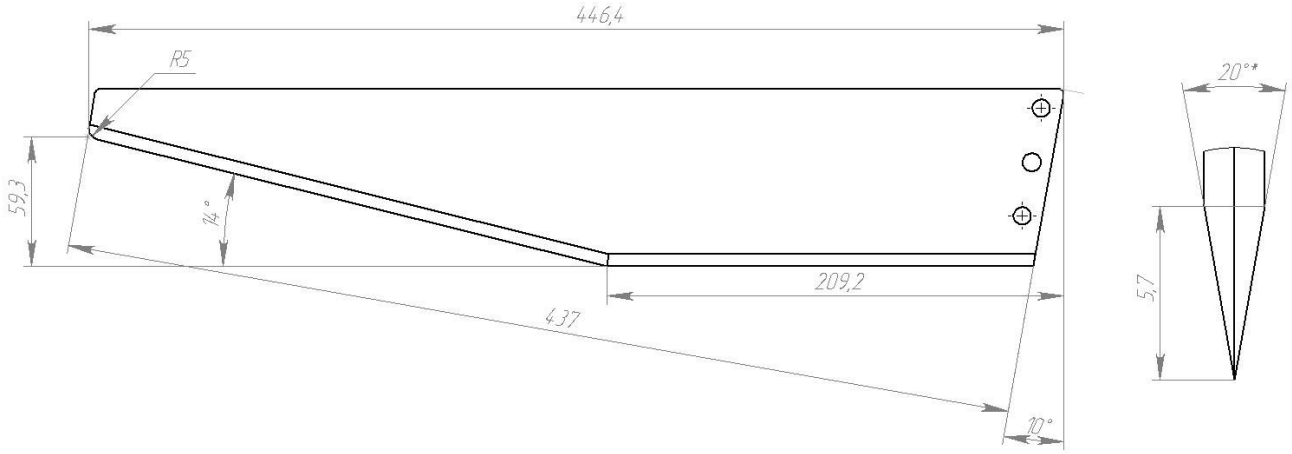

Рис.4
7.2 При затуплении *ножа* переточку производить соблюдая углы заточки (рис.4).